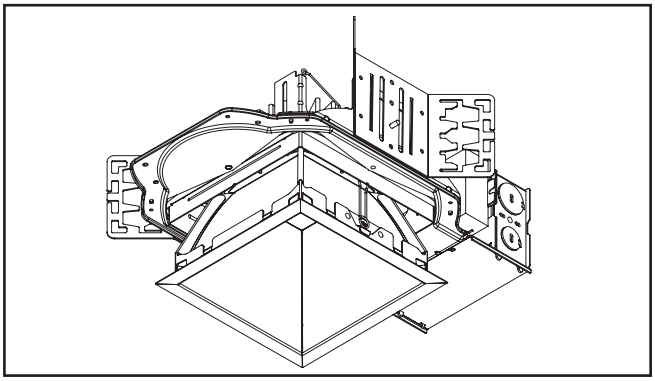

Figure 9.
9. Installez le moteur lumineux à DEL et l'assemblage de la garniture en insérant les ressorts de torsion dans les récepteurs en spirale qui se trouvent à l'intérieur du boîtier (Figure 9).